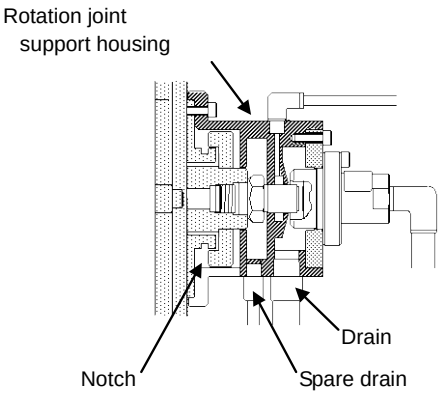

Fig. 2: Rotation joint support housing
- Check whether coolant does not always leak from the drain on the rotation joint support housing. (See Fig. 2.)
- Check whether coolant does not always leak from the notch on the rotation joint support housing. (See Fig. 2.)